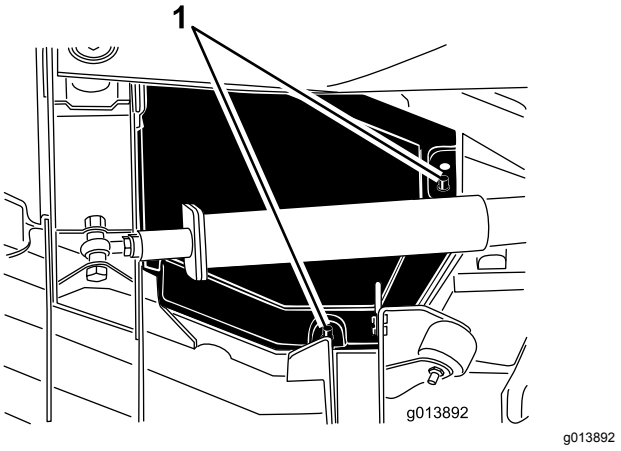

Bild 74
4. Heben Sie die hinteren und inneren Abdeckungskanten von den Befestigungsstreben (Bild 74).